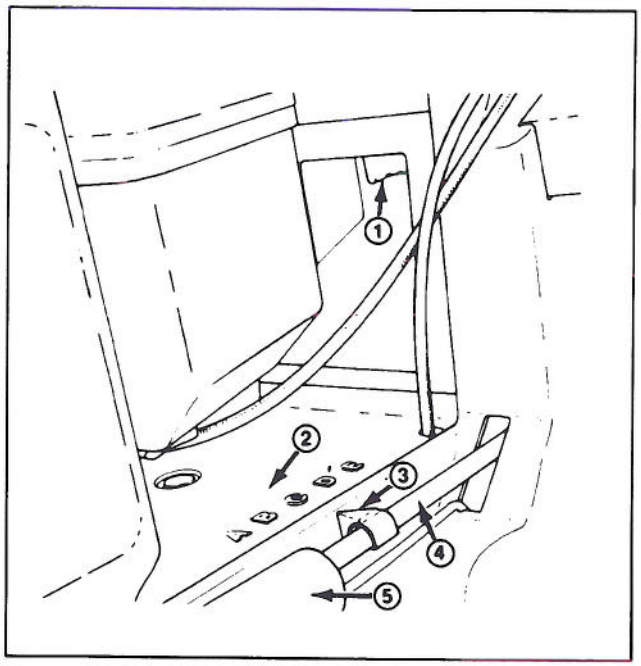

Figure 14
2. Use one or two fingers to squeeze the height–of–cut adjustment lever (Fig. 14).